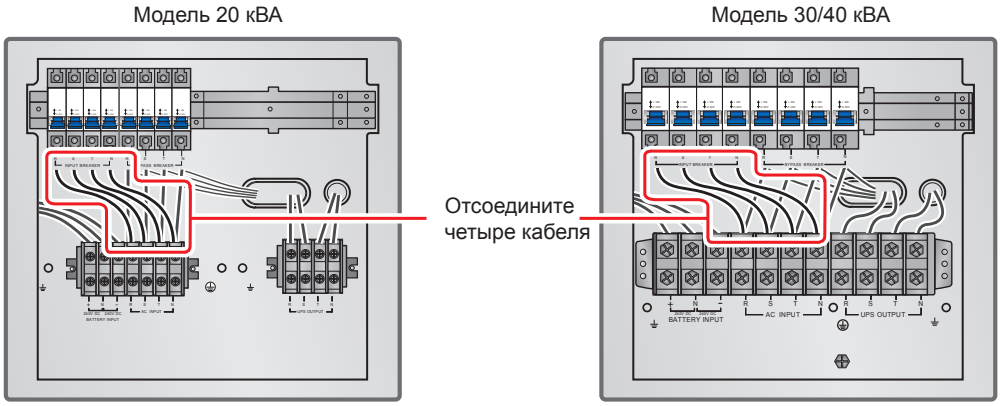

Рис. 6-6. Отключение четырёх кабелей, соединяющих блок зажимов сетевого входа с основным входным размыкателем
1. Удалите четыре кабеля, соединяющие блок зажимов сетевого входа и основной входной размыкатель (см. ***рис. 6-6***). Подключите кабели сети переменного тока R, S, T и N к основному входному размыкателю.